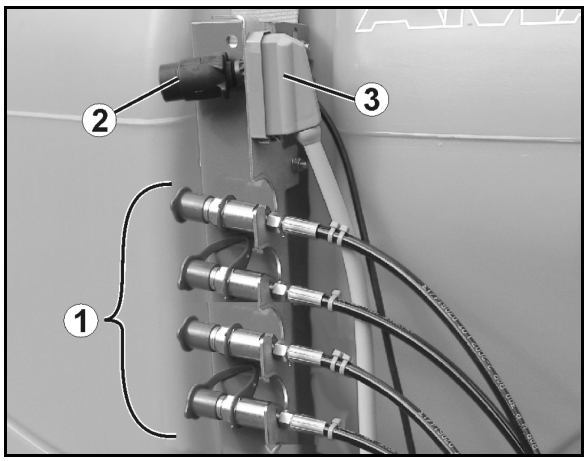

図 13
- 図 13/…
(1) プロペラシャフト保護パーツ
(2) 機械側の保護カバー